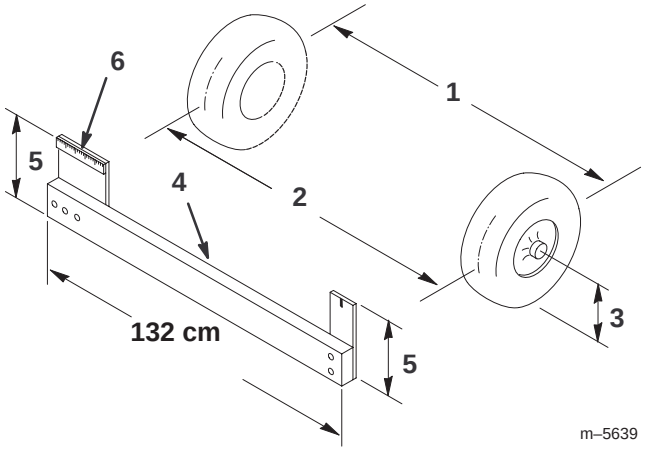

Figur 34
2. Mät avståndet mellan de båda framhjulen vid axelhöjd (framtill och baktill på hjulen) (figur 34). En fixtur eller en justeringsmätare behövs för det bakre måttet på framdäcken vid axelns höjd. Använd samma fixtur eller justeringsmätare för att få ett korrekt mått av framdelen av framhjulen vid axelns höjd (figur 34).